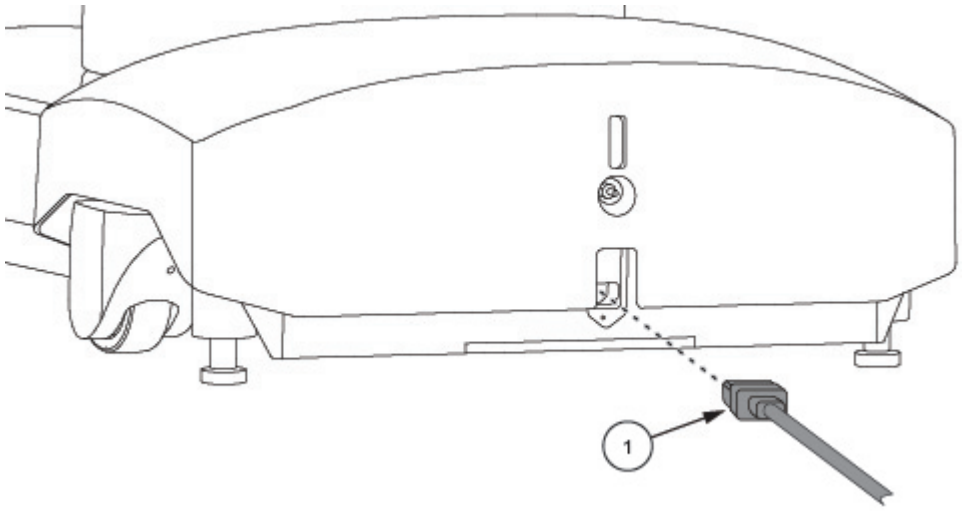

Figure 7-2. Plug the Surgical Table into Mains Power
2. Connect the power cord (1) to the IEC connector.
3. Connect the power cord to a mains socket. See *Figure 7-2*.